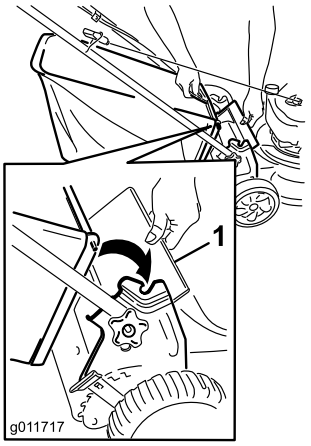

Figure 15
1. Soulevez le déflecteur arrière (Figure 15).
2. Accrochez la poignée du bac à herbe aux crans des supports (Figure 15).